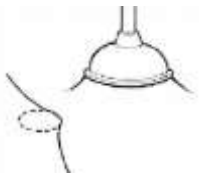

Figure 10
a) To determine if a weld has been made, place the plunger next to a welded plate and create enough suction to lift the membrane. A weld will crease the membrane as shown in Figure 10. If the assembly is not welded, the membrane will lift up from the plate.